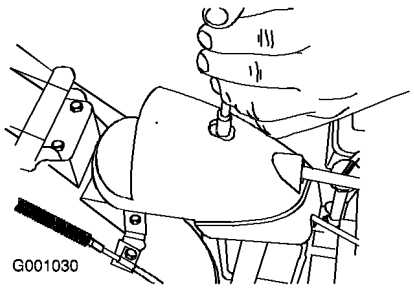

Figura 47
1. Togliete l'elemento di fissaggio dal coperchio degli ingranaggi (Figura 47), alzate la parte anteriore del coperchio e spingetela indietro perché non intralci l'operazione.